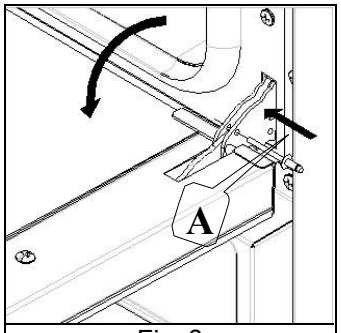

Fig. 3
Cottura a grill ventilato (per forni predisposti) - Mettere in funzione il forno. Premere l'interruttore grill (Fig.3) (l'indicatore da verde a rosso) e ruotare la manopola del termostato in corrispondenza della temperatura desiderata.
- infilare nei fori "A" presenti sulle due cerniere le apposite spine in dotazione (Fig. 3);